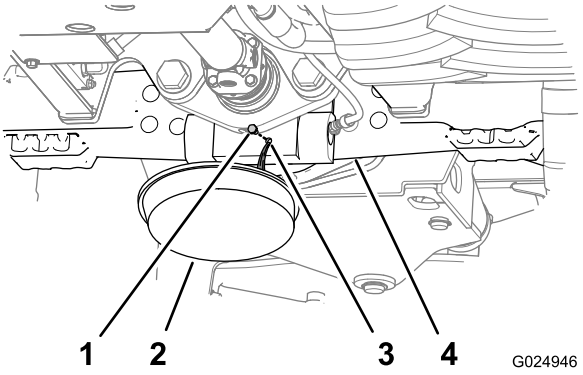
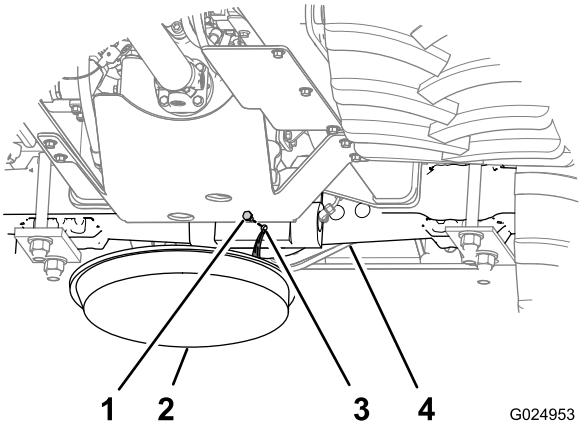

Figura 87
Figura 88
1. Mettete una bacinella di spurgo sotto l'alloggiamento del pignone dell'assale (Figura 87 e Figura 88).
2. Rimuovete i tappi dal foro spia e dal foro di spurgo negli alloggiamenti del pignone per gli assali (Figura 87 e Figura 88).